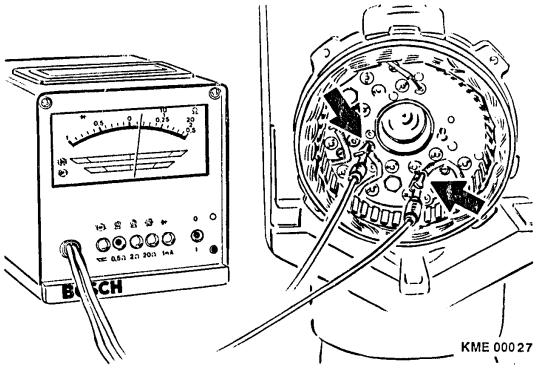

Figure 12 Stator Resistance Testing
1. With tester WPG 012.00 or Multimeter MMD 302 set to read 0 to 0.5 Ω, test the resistance of the stator while it is still attached to the rectifier assembly. Connect the test leads between the phase outputs of the stator. Repeat the test until all three phases of the stator has been tested. A good stator will read between 0.036 Ω and 0.040 Ω. (Figure 12)